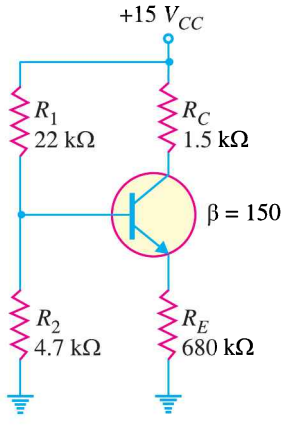

Fig.9.56
15. What is the minimum value of β in Fig. 9.56 that makes $R_{in\ (base)} \geq 10\ R_2$? **[69.1]**